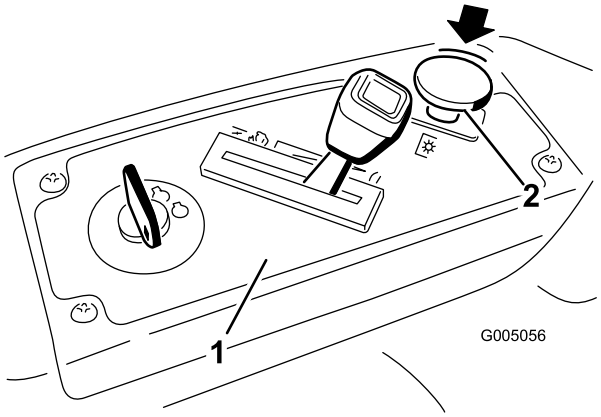

Figura 10
2. Disinserite le lame spostando il comando delle lame in posizione Off (Figura 10).